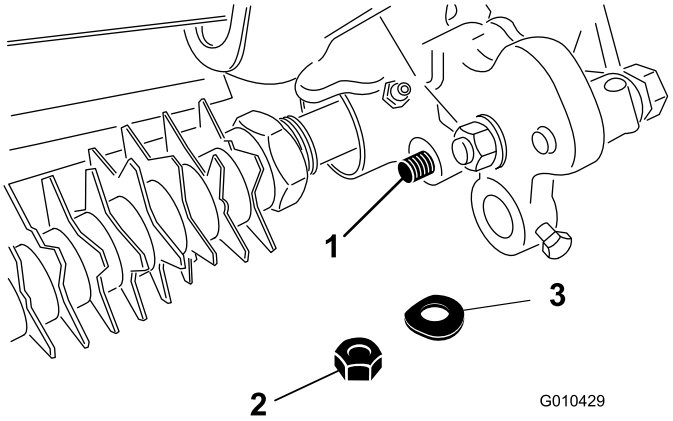

Figur 15
8. Fest enden av justeringsarmenhetens stang til trimsatsdrivenheten med en fjærskive og låsemutter (3/8 tomme) som vist i Figur 15.
13. Fest enden av justeringsarmenhetens stang til trimsatsdrivenheten med en fjærskive og låsemutter (3/8 tomme) som vist i Figur 15.